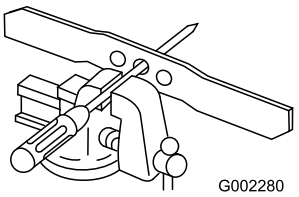

Figuur 29
1. Controleer de balans van het mes door de opening in het midden van het mes boven een spijker of de steel van een schroevendraaier te houden, die horizontaal in een bankschroef is geklemd (Figuur 29).